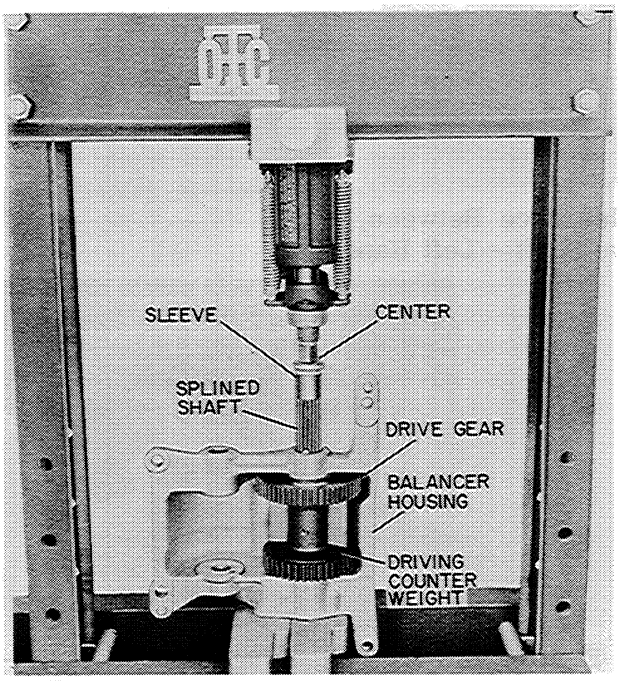

Figure MM-24
2. The splined shaft must be pressed into the gear and counterweight, Figure MM-24.